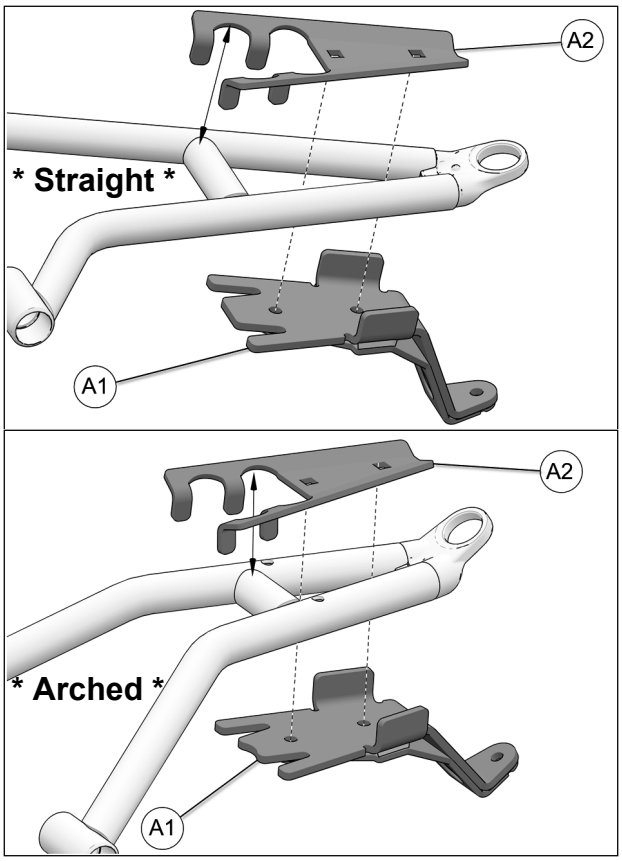

Fig. 15
5. Position bottom part of anchor bracket (**A1**) assembly under front lower suspension arm, as shown in the figure below. Position bracket cover (**A2**) over suspension arm and align holes in cover and bottom part. Refer to Fig. 15